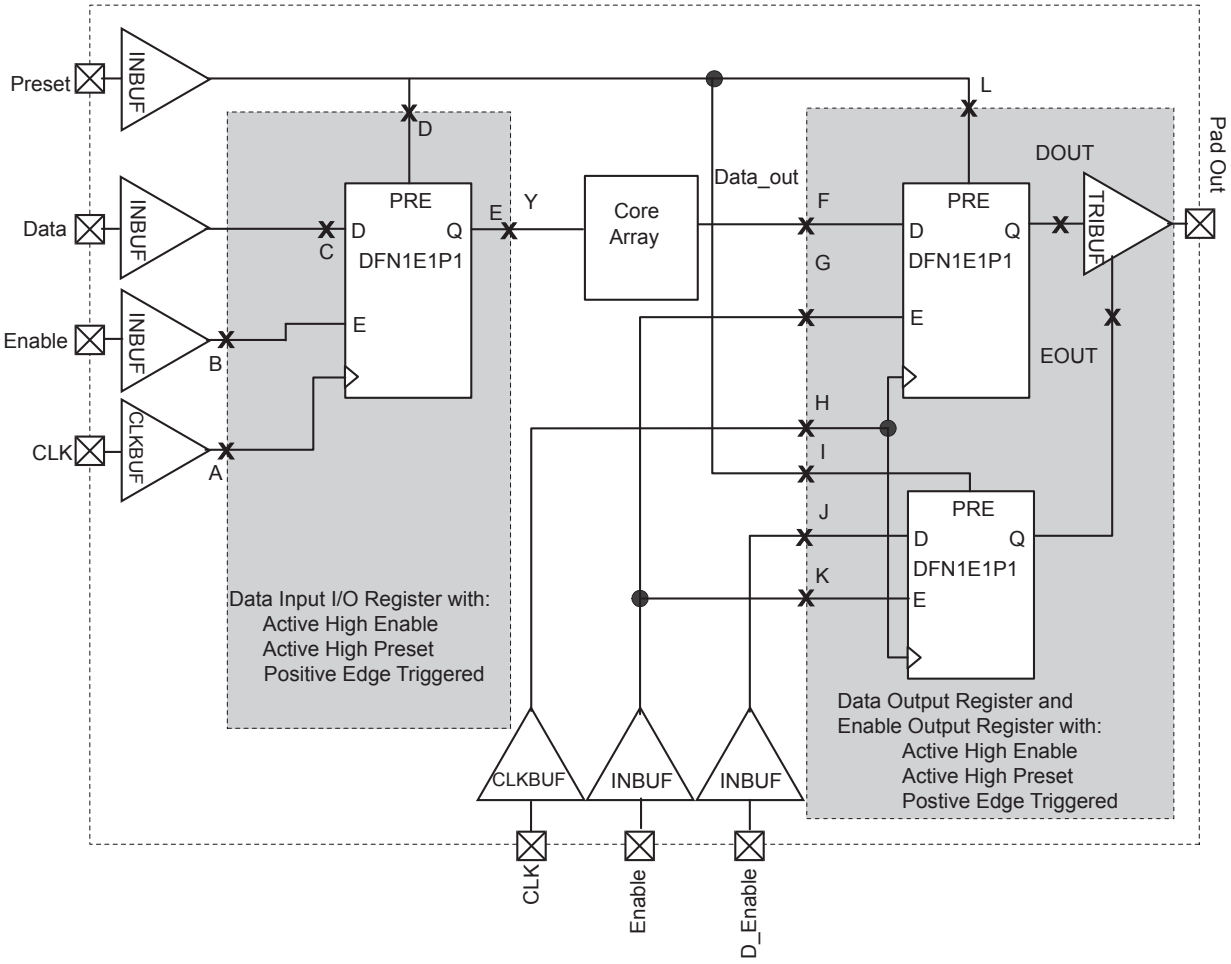

***Figure 2-137* • Timing Model of Registered I/O Buffers with Synchronous Enable and Asynchronous Preset**
*Note: *See Figure 2-137 on page 2-212 for more information.*